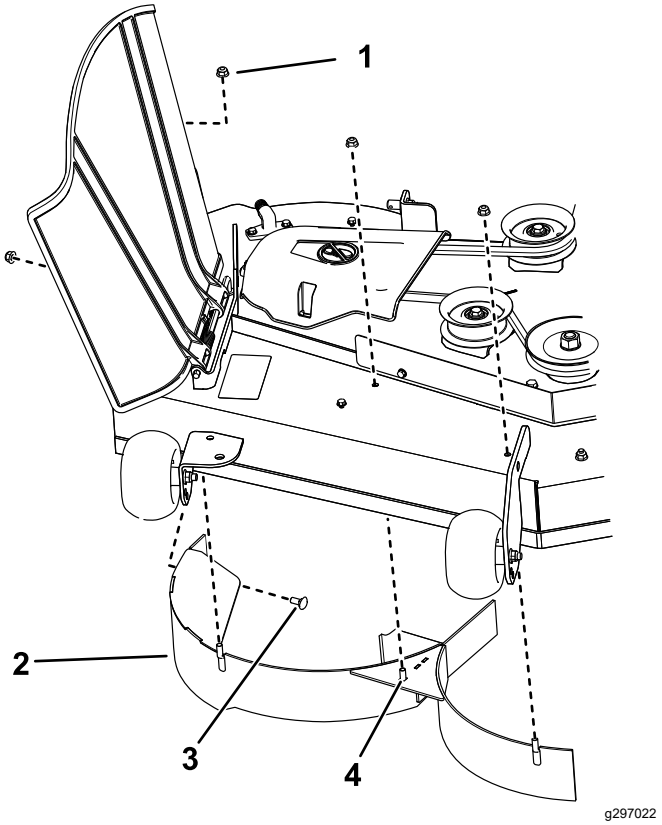

Figura 13
4. Remova as três porcas de bloqueio (5/16 pol.) dos postes soldados do abafador direito (Figura 13).
1. Porca de bloqueio – 5/16 pol. (4)
4. Poste soldado (3)
5. Remova os dois parafusos de carroçaria e duas porcas de bloqueio que prendem o abafador direito à plataforma e remova o abafador (Figura 13).
6. Localize os 3 parafusos nas peças soltas e utilize as porcas de bloqueio existentes e instale estas fixações nos orifícios usados para os postes soldados (Figura 13) para evitar que os detritos sejam projetados.